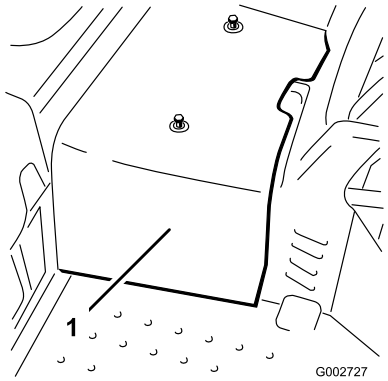

Figur 39
2. Lossa de två skruvarna som fäster mittskyddet vid maskinen och ta bort skyddet (Figur 39).